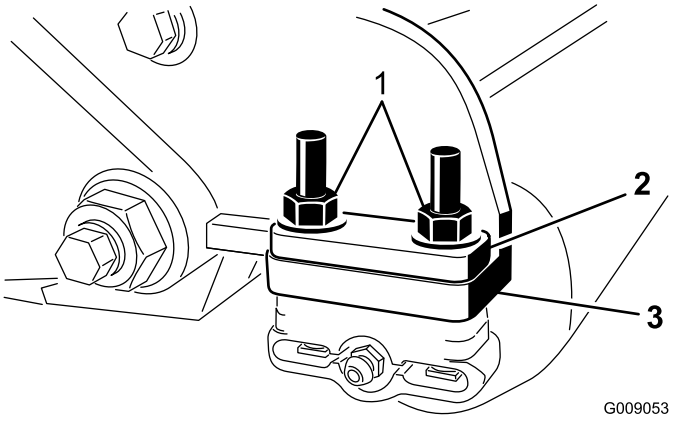

Figur 7
6. Ta bort de två flänslåsmuttrarna som fäster de båda rullfästena på sidoplåtarna (Figur 7). Ta inte bort bultarna. **Ta också bort eventuella distansbrickor om 6 mm på ovansidan av sidoplåtens monteringsfläns.**